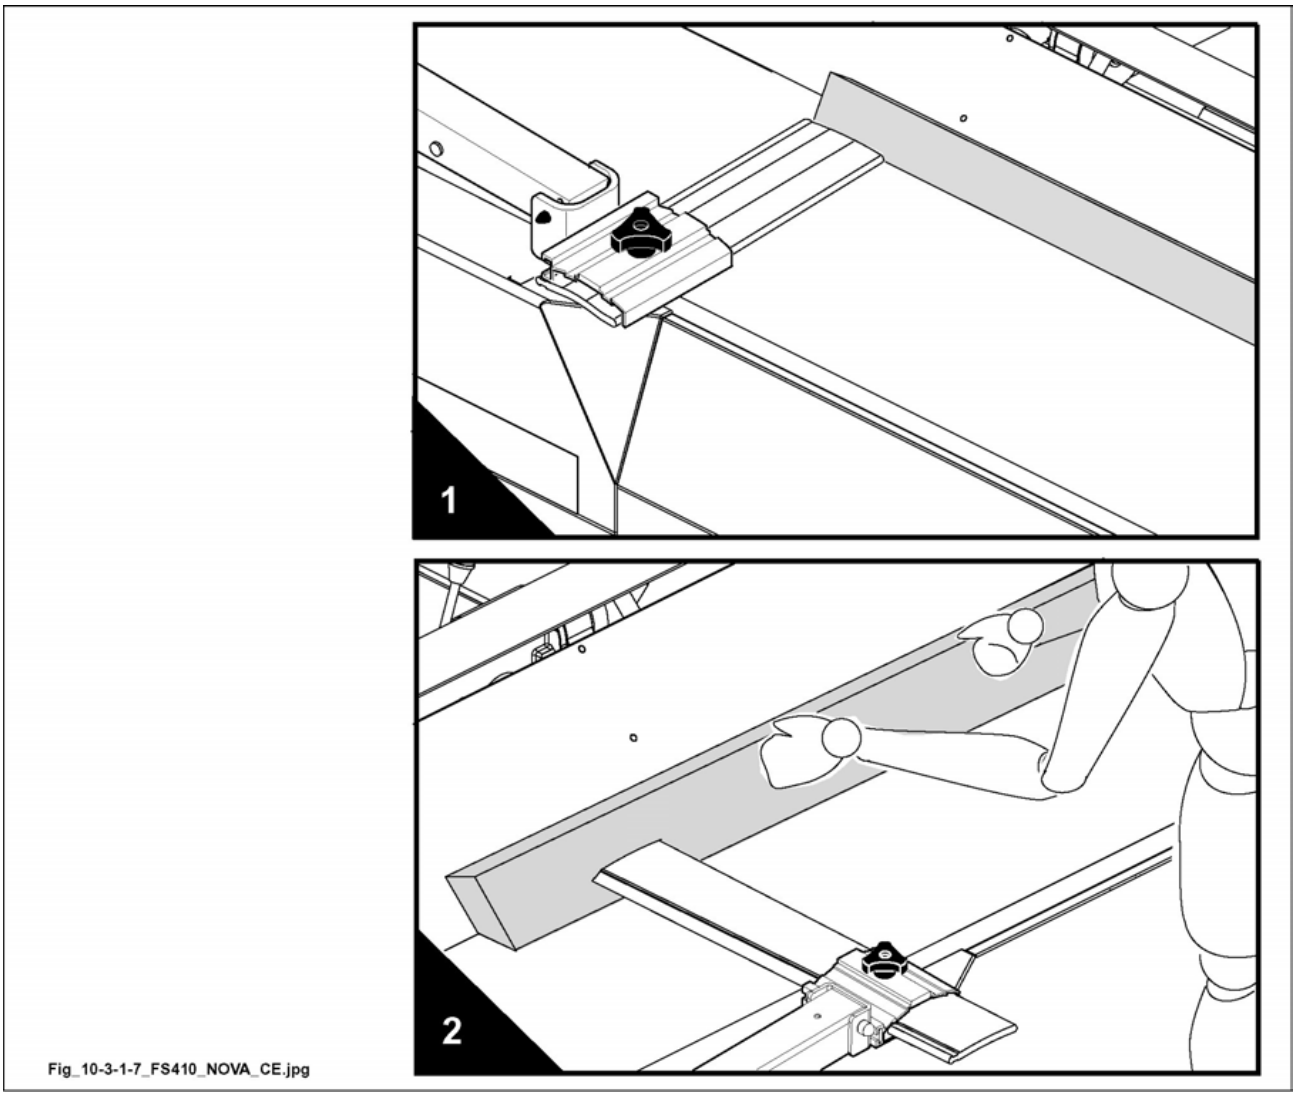

Fig. 10.3-1-7
- Let the piece feed along the fence towards the outlet table by keeping the hand with clenched fist, push the piece forwards with the clenched right fist (2 fig. 10.3-1-7).